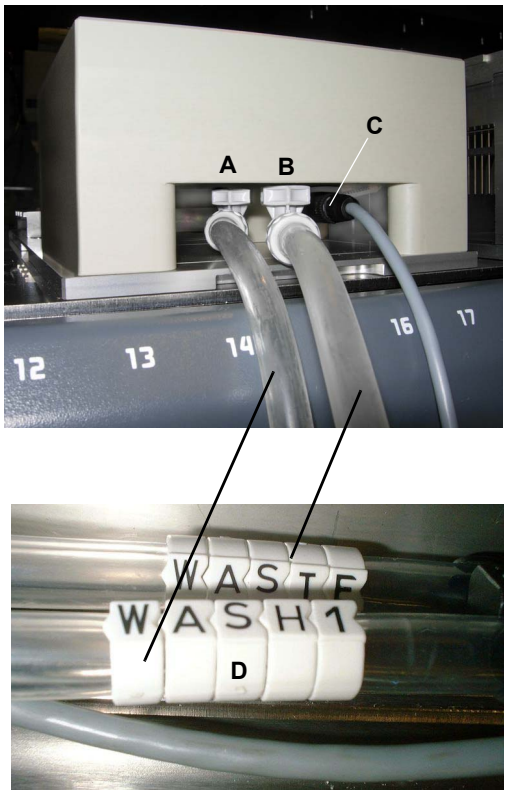

Fig. 5-10 Connexions du bloc de lavage
5. Brancher le câble de capteur de niveau de lavage dans les connecteurs correspondants sur l'unité de lavage (C) et le bloc de lavage (C, Fig. 5-10, 🗎 5-7).
6. Connecter les différents réservoirs de liquide de lavage (D) et le réservoir de déchets (E) aux raccords correspondants de l'unité de lavage.